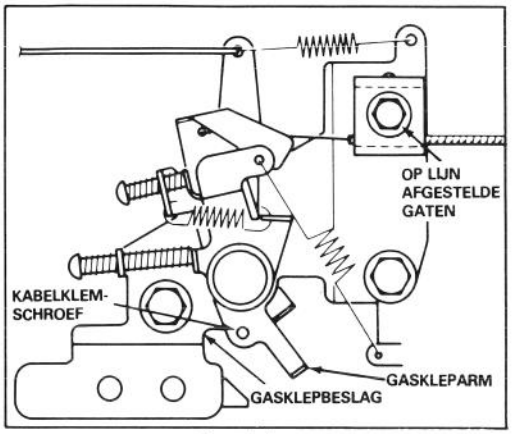

Afbeelding 16
4. Maak de kabelklemschroef los, totdat de gaskabel heen en weer geschoven kan worden (Afb. 16). Trek zachtjes aan de gaskabel om speling te verwijderen en draai de kabelklemschroef vast, zodat de afstelling verzekerd is.